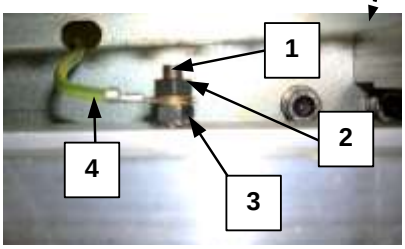

fig.5.12 *(pos.1-fig.5.10)*
- allentare il dado blocco del cavo di massa (n.2-fig. 5.12)
- allentare il dado n.3-fig.5.12
- allentare il grano di blocco della resistenza (n.1-fig.5.12)
- inserire la nuova resistenza nella barra in modo che la stessa sia completamente contenuta nella barra saldante e bloccarla con il grano (n.1-fig.5.12)
- inserire la nuova resistenza nella barra in modo che la stessa sia completamente contenuta nella barra saldante e bloccarla con il grano (n.3-fig.5.12)